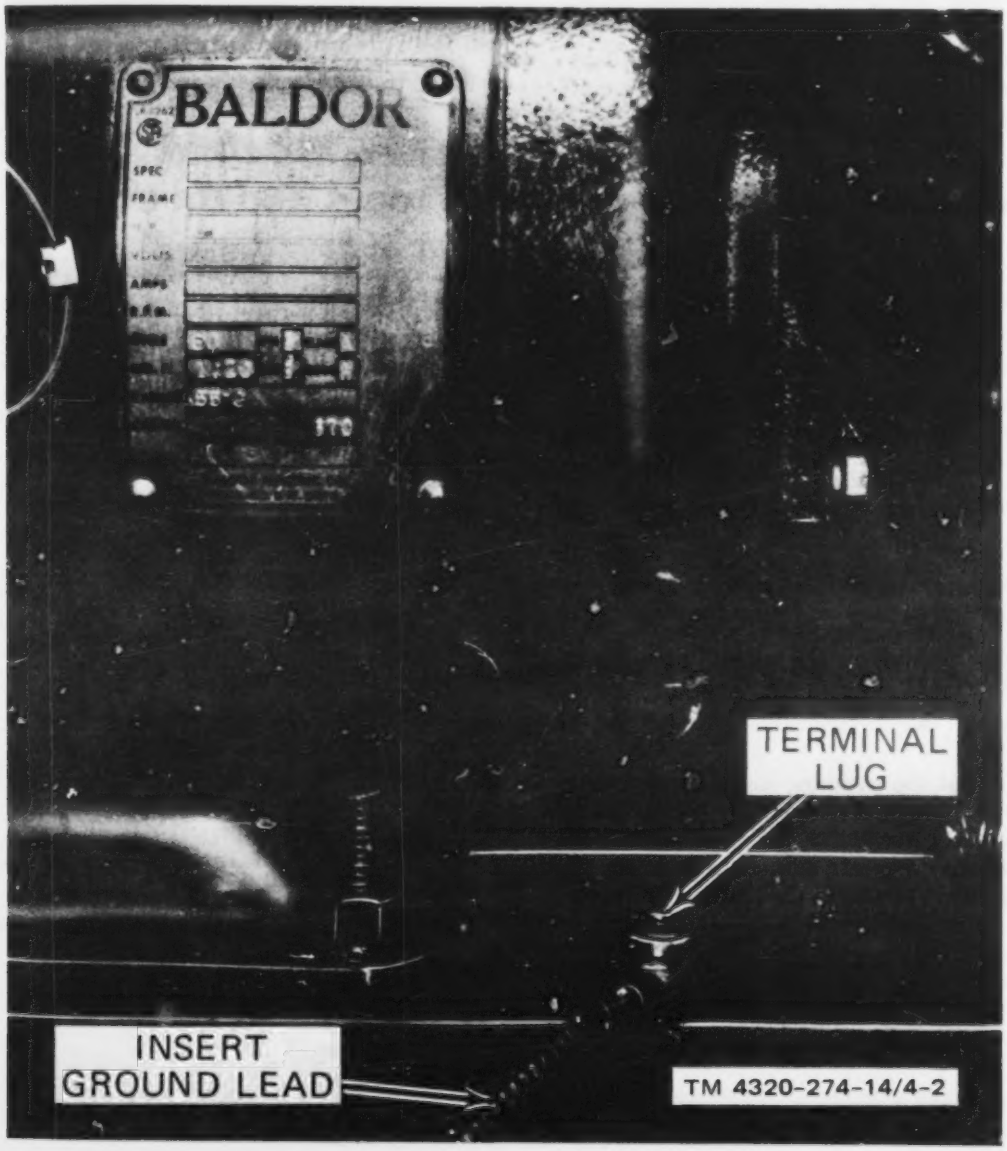

Figure 4-2. Ground lead installation.
d. If the large pin socket of the power source receptacle is not connected to the power source ground system, install a ground lead, not smaller than No. AWG 6 copper wire as indicated in figure 4-2.
c. Disconnect the ground lead from terminal lug (fig. 4-2).